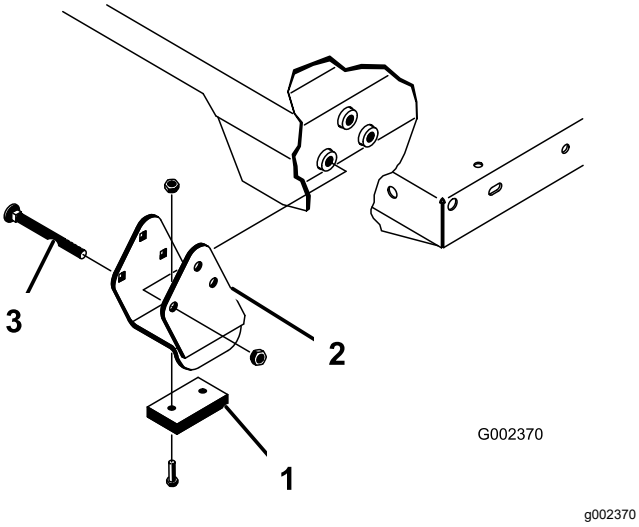

**図 25**
スペーサブラケットとウェアブロック図 25はキャリッジボルトで固定しますが、このボルトは必ず頭を車両の内側に向けてください。
2. 荷台を慎重に車両フレームの上に載せる 後部にある荷台のピボットプレートの穴とリアフレームチャネル鋼材の穴を揃えて、クレビスピンとリンチピン各2個を取り付ける図 25。
4. クレビスピンは荷台の外側から差し込み、リンチピンが荷台の外側に向くようにする図 25)。